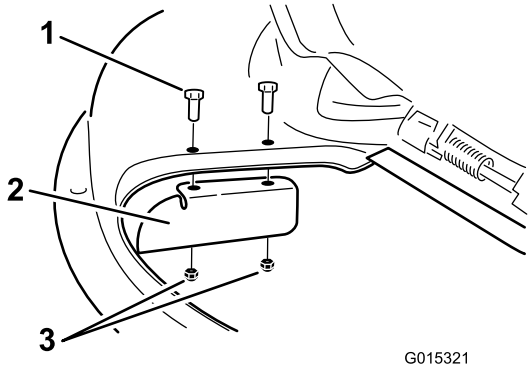

Figuur 31
9. Monteer de keerplaat op het maaidek (Figuur 31).
3. Verwijder de keerplaat van het maaidek (Figuur 31).